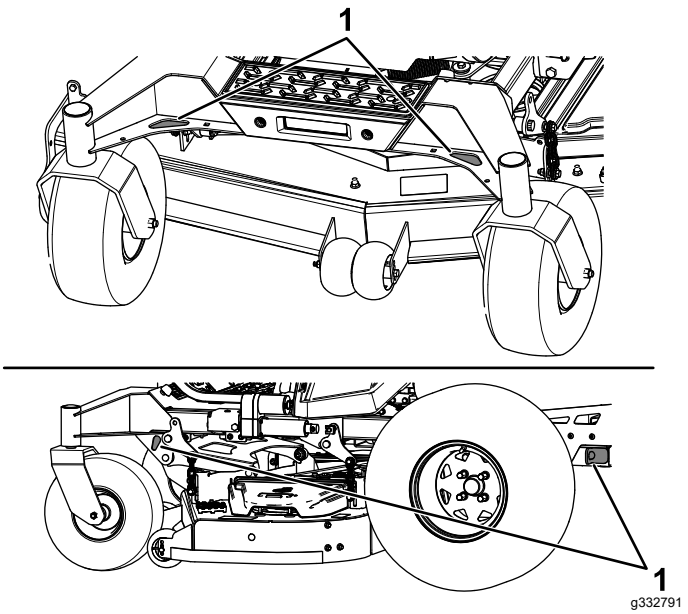

Bild 37
6. Vergurten Sie die Maschine in der Nähe der vorderen Laufräder und dem hinteren Rahmen mit Riemen, Ketten, Kabeln oder Seilen (Bild 37). Ziehen Sie in Bezug auf Anforderungen für Befestigungen geltende Vorschriften zurate.